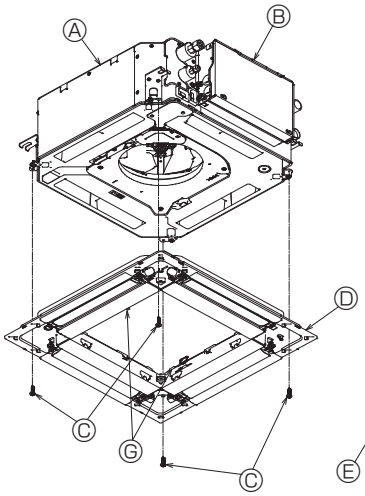

Fig. 10-6
- Fastgør gitteret ved at spænde de fire skruer. (Fig. 10-6)